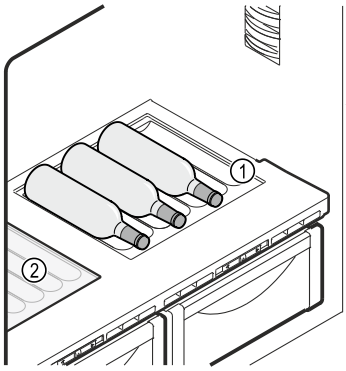

Fig. 128 Reprezentare exemplificatoare
- ▶ Așezați placa de sticlă în poziție de lucru *Fig. 128 (2)* sub raftul variabil pentru sticle.